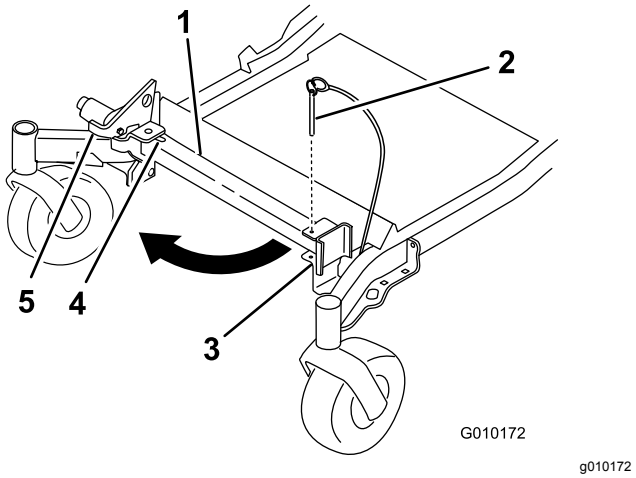
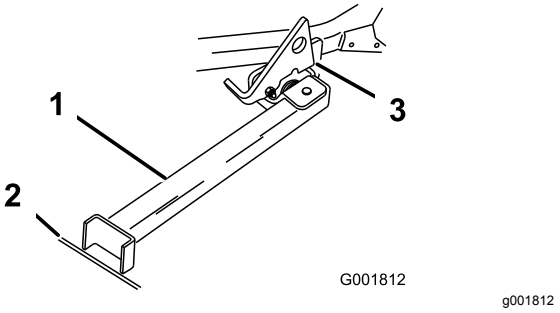

**Figur 42**
**Figur 43**
2. Ta bort fästpinnen (Figur 42).
4. För stativets fot utåt och skjut den mot maskinen, in i spårets botten (Figur 42 och Figur 43).
5. Sätt stativets fot på marken och låt spärrhaken vila på den vridbara fliken (Figur 43).
**Obs:** För bästa resultat ska du sätta stativfoten i en fåra i underlaget eller sticka ned den i gräsmattan (Figur 43).
7. Kör på maskinen på stativet. Stanna när spärrhaken faller ned över fliken i det låsta läget (Figur 43).
5. Återställ stativet till viloläget (Figur 42).